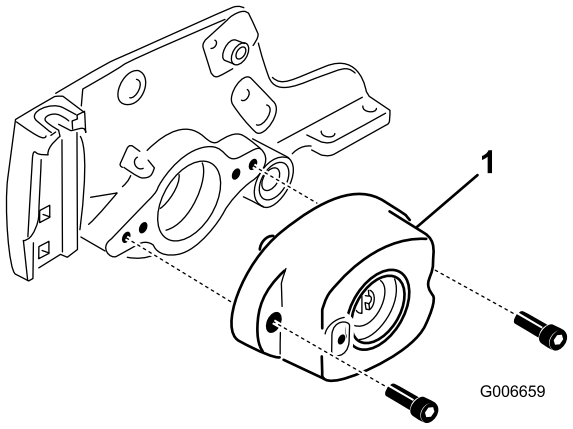

Figura 18
10. Togliete le due viti che fissano la sede del cuscinetto alla piastra laterale dell'apparato di taglio (Figura 18).
11. Togliete la sede del cuscinetto dalla piastra laterale (Figura 18).